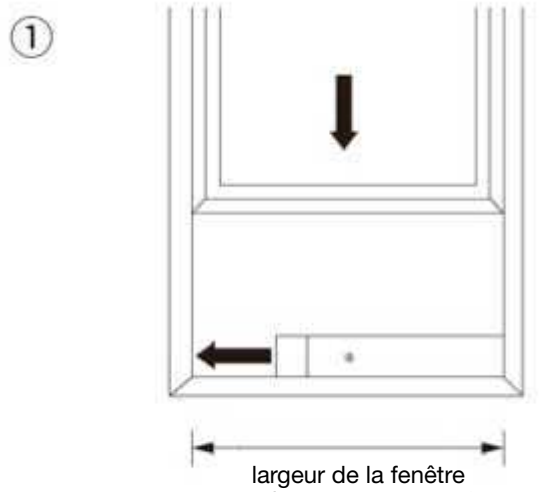
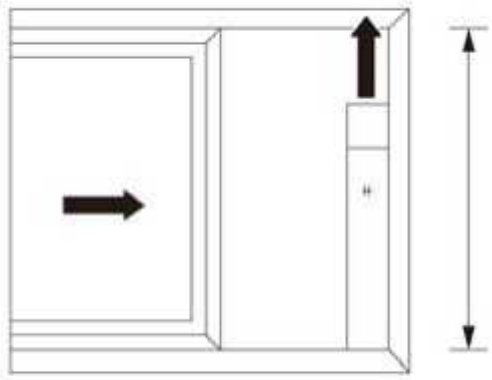

Fig. 6
Fig. 7
Le mode d'installation du kit de fenêtre coulissante est le plus souvent "horizontal" ou "vertical". Comme le montrent les figures 6 et 7, vérifiez les dimensions minimales et maximales de la fenêtre avant de procéder à l'installation.
1. Installez le kit de fenêtre sur la fenêtre (Fig.6, Fig.7) ;